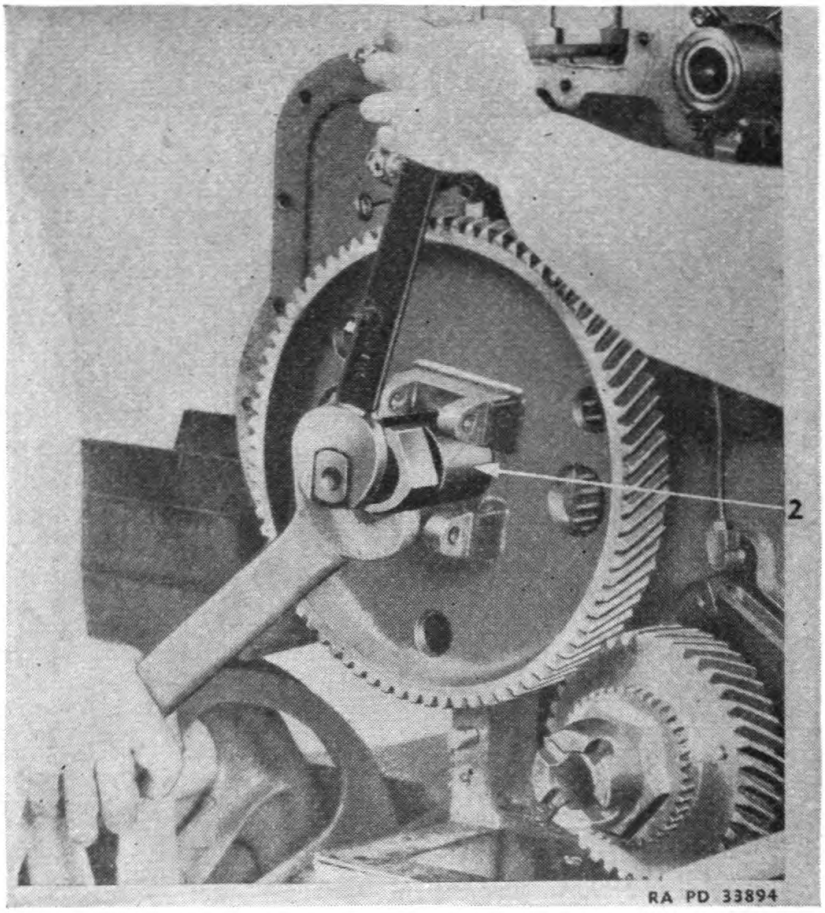

FIGURE 43.—Wrench method of pressing gear on shaft.
b. There are left-hand threads on the outside of the stud and on the inside of the nut (2) used for installing the camshaft gear. When a wrench (fig. 43) is used on the nut to press the gear on the shaft, a wrench should be used on the stud to hold the shaft from turning.